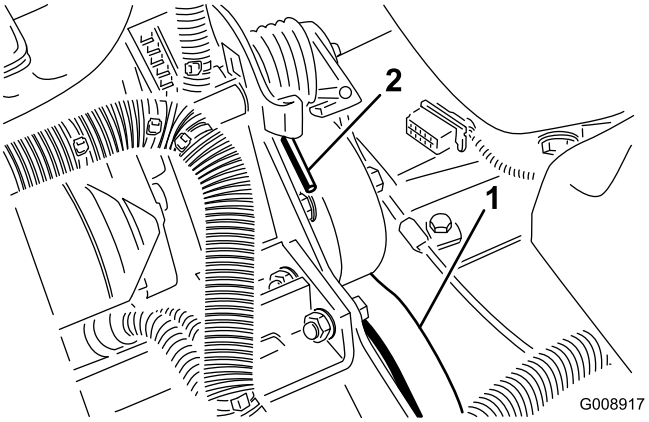

**Figur 54**
2. Tryck fjäderänden (Figur 54) nedåt och framåt för att kroka av den från fästet och lätta på fjäderspänningen.